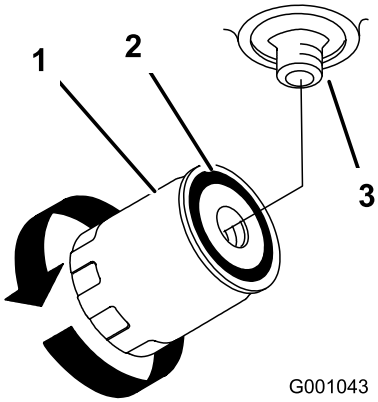

Figur 75
7. Stryk på ett tunt lager ny hydraulolja på utbytesfiltrets gummipackning (Figur 75).
9. Fyll hydraultanken med hydraulolja tills den flödar över vid filtret, och vrid sedan oljefiltret medsols tills gummipackningen kommer i kontakt med filteradaptern. Dra sedan åt filtret ytterligare 1/2 varv (Figur 75).